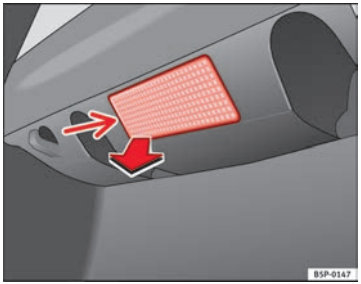

Fig. 174 Luggage compartment light
– Remove the bulb by pressing on the inside edge of this -arrow- using the flat side of a screwdriver ⇒ fig. 174.